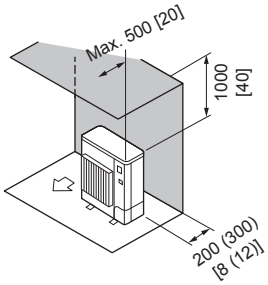

Fig. 2-7
② Obstacles uniquement à l'arrière et au-dessus (Fig. 2-7)